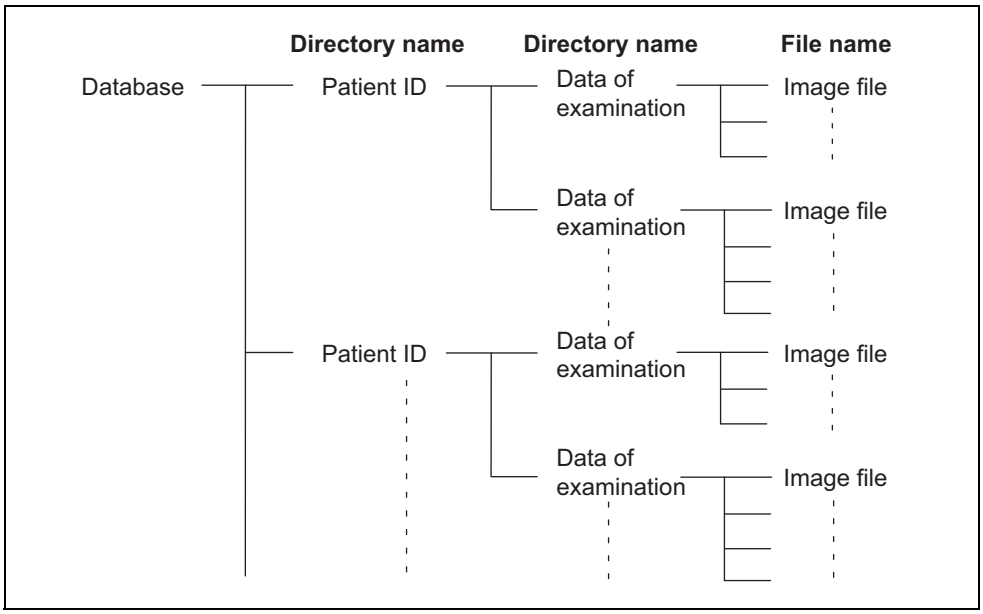

рисунок 7.246
- Файлы изображения каталога сохраняются и автоматически именуются на основе ID пациента и даты обследования. На рис. 7.246 показана конфигурация файлов.